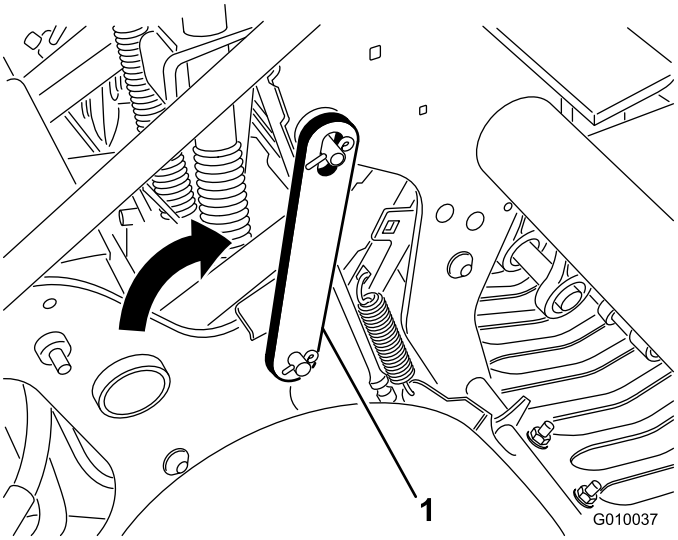

Rysunek 21
3. Odchyl zaczep serwisowy do tyłu i wsuń go na kołek głowicy wgłębnej (Rysunek 21). Zamocuj zaczep przy użyciu pierścienia zaciskowego.